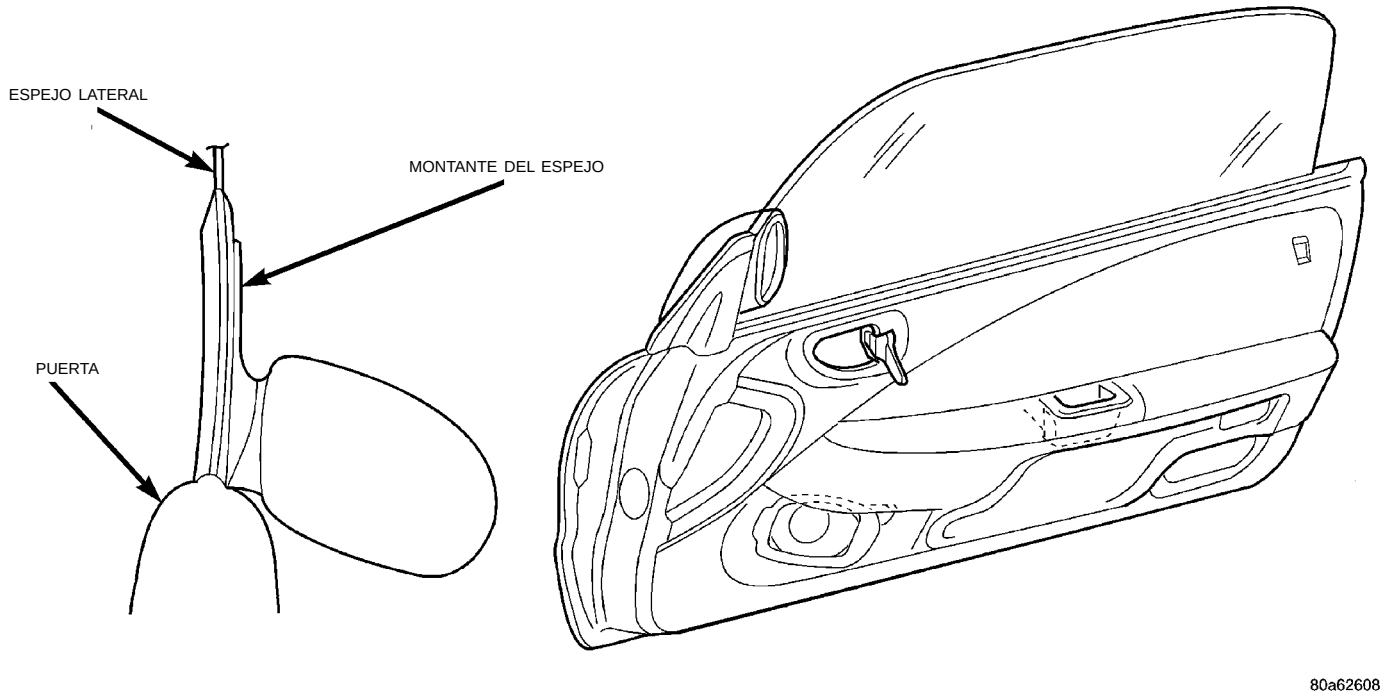

Fig. 32 Espejo lateral
(1) Retire la cubierta del espejo lateral.
(2) Retire el panel tapizado de la puerta.
(3) Retire el protector contra el agua si está equipado con espejo automático.
(4) Desacople el conector de cables del motor del espejo automático, si está equipado.
(5) Retire los pernos que sujetan el espejo al montante (Fig. 32).
(6) Separe el espejo del vehículo.